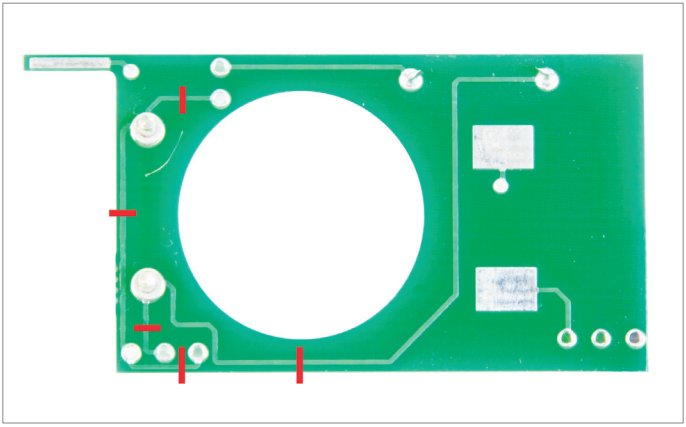

Abb. 27: Leiterbahnen durchtrennen auf Universalplatine, Akkus gelötet
- Durchtrennen Sie auf der Oberseite der Universalplatine mit einem Bastelmesser fünf der Leiterbahnen entsprechend Abb. 27.